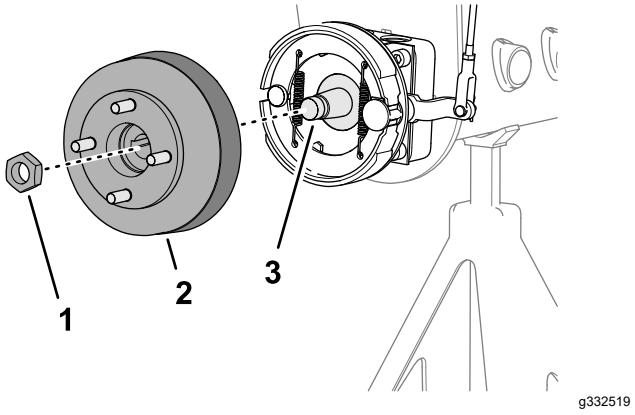
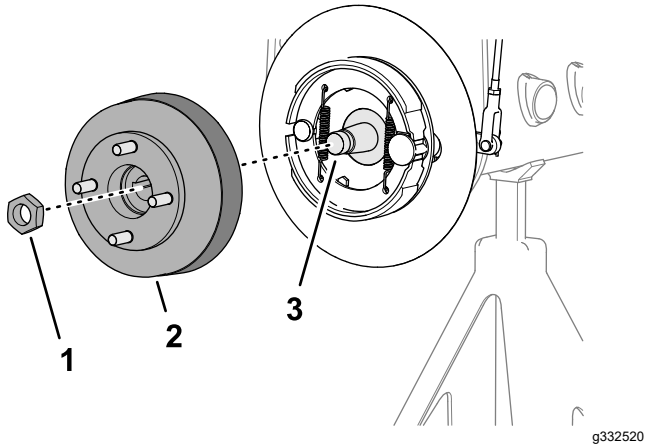

**Figur 64**
**Figur 65**
1. Ta bort låsmuttern som fäster navet på hjulmotoraxeln (Figur 64 eller Figur 65).
4. Använd den angivna hjulnavsavdragaren för att ta bort hjulnavet och bromstrumman från hjulmotoraxeln (Figur 64 eller Figur 65).